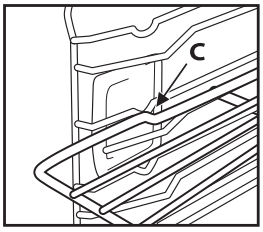

Рис. 3
3. Верните решетку в горизонтальное положение и втолкните ее так, чтобы она оказалась полностью вставленной, положение C (Рис. 3).